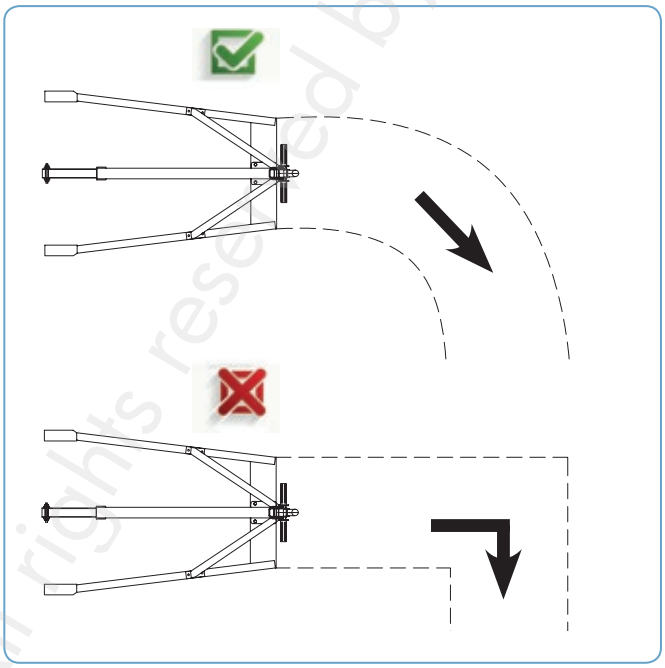

Afbeelding 5
- Wanneer de machine in beweging is, moet u zeer langzaam te werk gaan, waarbij u een regelmatig traject volgt (afb. 5), de tractie-inspanning homogeen doseert en risicovolle manoeuvres vermijdt: plotselinge richtingsveranderingen, versnellingen of vertragingen, belastingschommelingen.